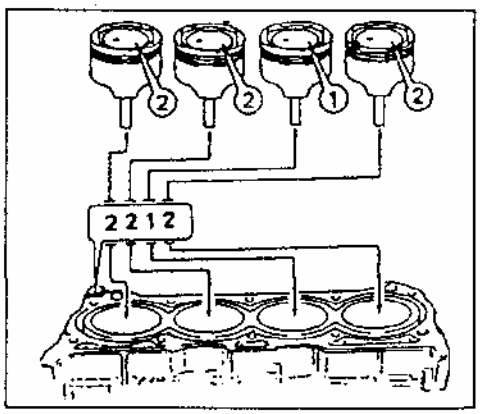

Рис. 133
a) На каждом поршне нанесены метки 1 или 2 как показано на рисунке. Метка указывает на наружный диаметр поршня (Рис. 133).
c) Номер на поршне должен соответствовать номеру на цилиндре, так поршень с меткой «2», необходимо установите в цилиндр с меткой «2», и поршень с меткой «1» необходимо установить в цилиндр с меткой «1» (Рис.133).